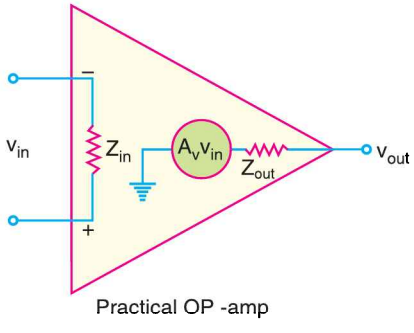

Fig. 25.42
***(i)* Practical OP–amp.** Fig. 25.42 shows the a.c. equivalent circuit of a practical *OP*-amp. The characteristics of a practical OP-amp are : *very high voltage gain, very high input impedance* and *very low output impedance.* The input voltage v_{in} appears between the two input terminals and the output voltage is $A_v v_{in}$ taken through the output impedance Z_{out}. The consequences of these properties of a practical OP–amp are :